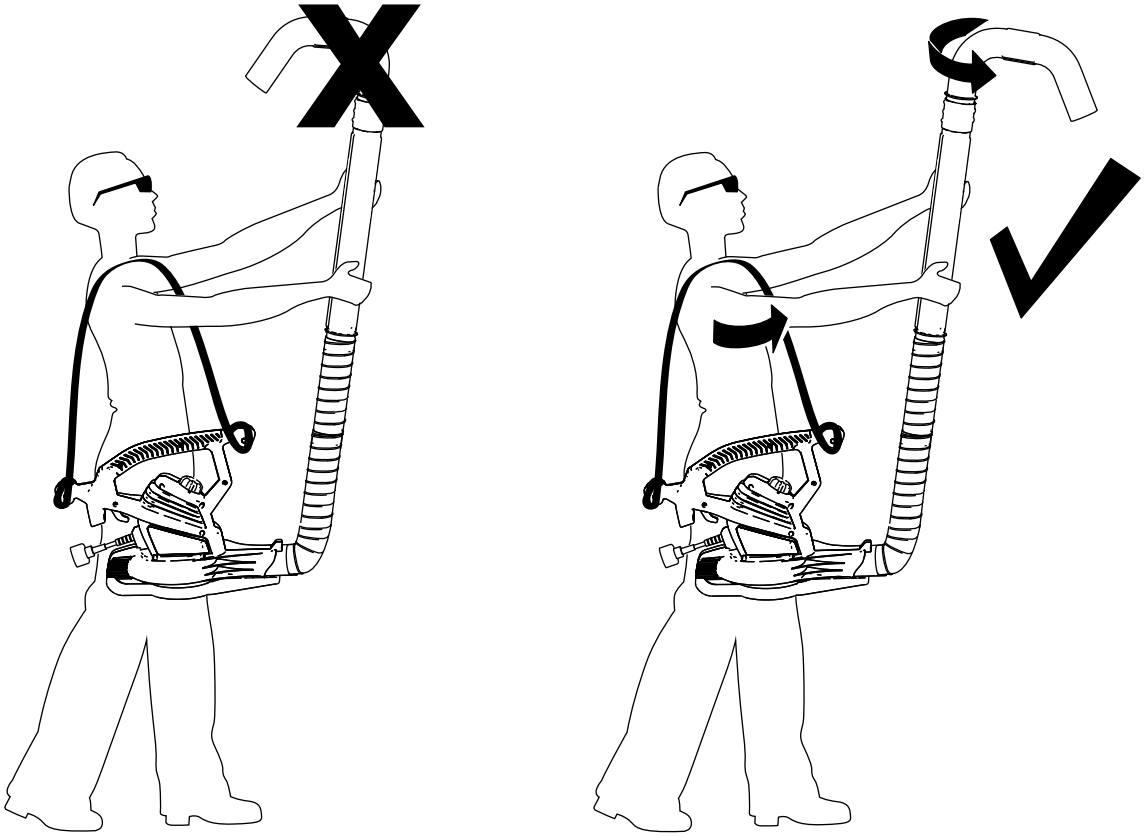

Rysunek 4
1. Trzymaj zespół rury dwiema rękami tak, aby dmuchawa była dociśnięta do bioder, a wylot był skierowany na zewnątrz, w stronę podłoża (Rysunek 4).